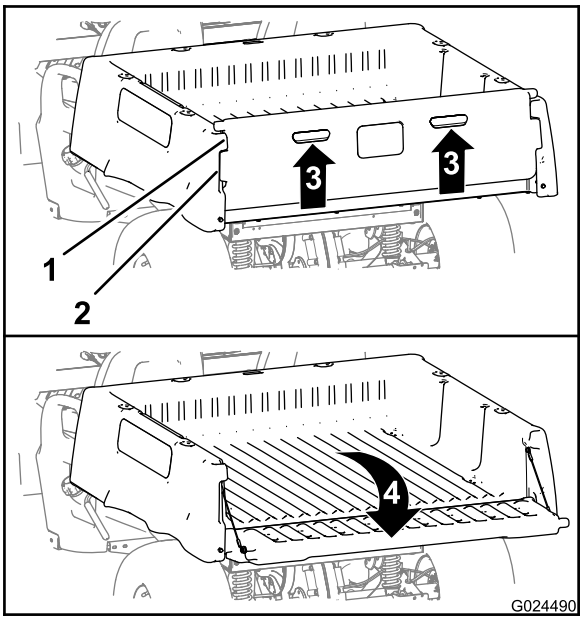

Figur 14
2. Løft ved å bruke løftegrepene på ryggpanelet til baklemmen (Figur 14).
3. Juster låseflensene til baklemmen med åpningene mellom lastekassens baklemflenser (Figur 14).
4. Roter baklemmen bakover og ned (Figur 14).
6. Vri baklemmen opp og ned til låseflensene til baklemmen er justert på linje med baklemlommen i lastekassen (Figur 14).
7. Senk baklemmen til den sitter ordentlig bak på lastekassen (Figur 14).